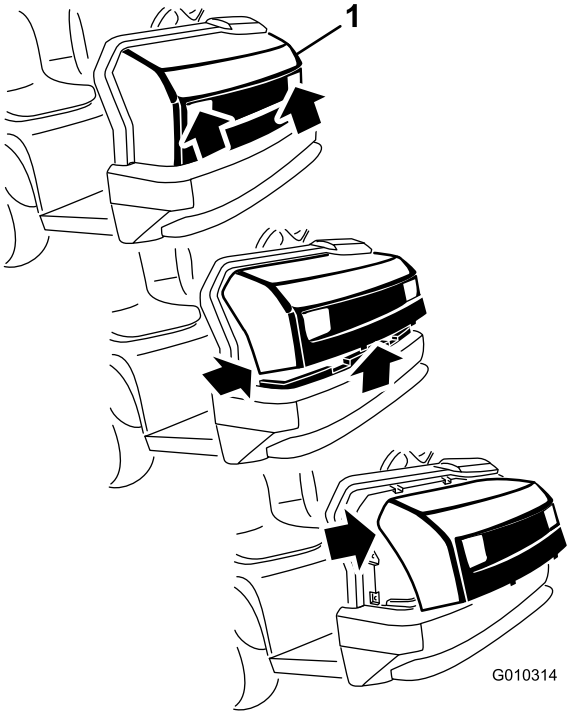

**Figur 37**
1. Hold i panseret i frontlysåpningene mens du løfter opp panseret for å frigjøre nedre monteringstapper fra sporene på rammen (Figur 37).
2. Sving bunnen av panseret oppover til de øvre monteringstappene kan trekkes ut av sporene på rammen (Figur 37).
3. Sving toppen av panseret fremover og koble fra ledningskontaktene fra frontlysene (Figur 37).